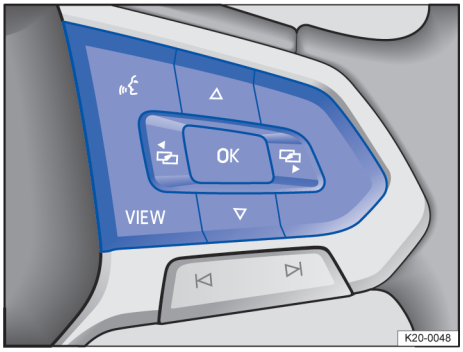

Fig. 10 Côté droit du volant multifonction : touches de commande des menus et des informations sur le combiné des instruments
Véhicules avec volant multifonction : Tant qu'un message d'avertissement de priorité 1 reste affiché, aucun menu ne peut être consulté → page 19. Il est possible de valider ou de masquer certains messages d'avertissement en appuyant sur la touche OK → fig. 10 du volant multifonction.
Il est possible de basculer sur l'affichage principal en appuyant sur VIEW → fig. 10. La représentation dans la zone d'affichage peut présenter les vues suivantes :
2. En cas d'affichage d'un message ou du pictogramme du véhicule, appuyez sur la touche OK → fig. 10, plusieurs fois si nécessaire.
3. Pour afficher un menu ou le parcourir, appuyez sur la touche → fig. 10 ou → fig. 10.
4. Pour accéder au menu affiché ou au message d'information, appuyez sur la touche OK → fig. 10 ou attendez que le menu ou le message d'information s'ouvre automatiquement après quelques secondes.
1. Sélectionnez la zone d'affichage secondaire de droite ou de gauche à l'aide de la touche → fig. 10 ou → fig. 10.
2. Utilisez les touches fléchées → fig. 10 ou → fig. 10 pour sélectionner l'affichage secondaire souhaité.
3. Utilisez la touche OK → fig. 10 pour confirmer la sélection.
2. Appuyez sur la touche OK → fig. 10 pour effectuer les modifications souhaitées.
1. Dans le menu affiché, appuyez sur le haut ou le bas de la commande à bascule TRIP → fig. 10, → fig. 10 jusqu'à ce que l'option de menu souhaitée soit sélectionnée.
1. Appuyez sur la touche ou → fig. 10.
— Pour revenir du menu actuel au menu précédent, appuyez sur la touche VIEW → fig. 10.
— Pour afficher ou masquer les affichages secondaires, maintenez enfoncée la touche VIEW → fig. 10.
En fonction de l'équipement, le combiné des instruments numérique peut représenter une carte de navigation détaillée. Sélectionnez pour cela la zone d'affichage ***Navigation*** dans le combiné des instruments numérique en appuyant sur la touche VIEW → fig. 10 du volant multifonction.
1. Pour effectuer un zoom avant ou arrière, appuyez sur la touche fléchée ou → fig. 10 du volant multifonction.